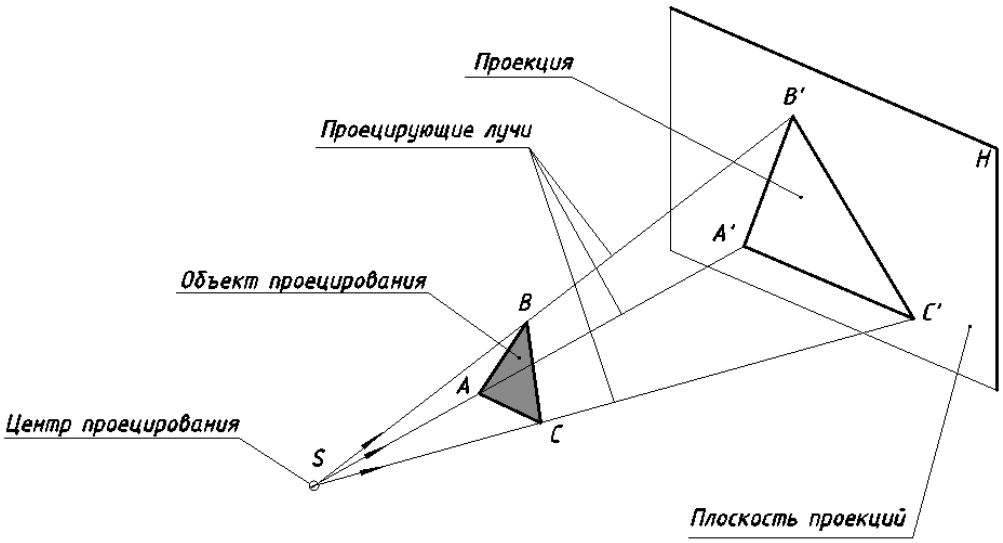

Рис. 4. Аппарат проецирования
- проекция (ΔA′B′C′) или изображение – результат проецирования. Аппарат проецирования представлен на рис. 4.